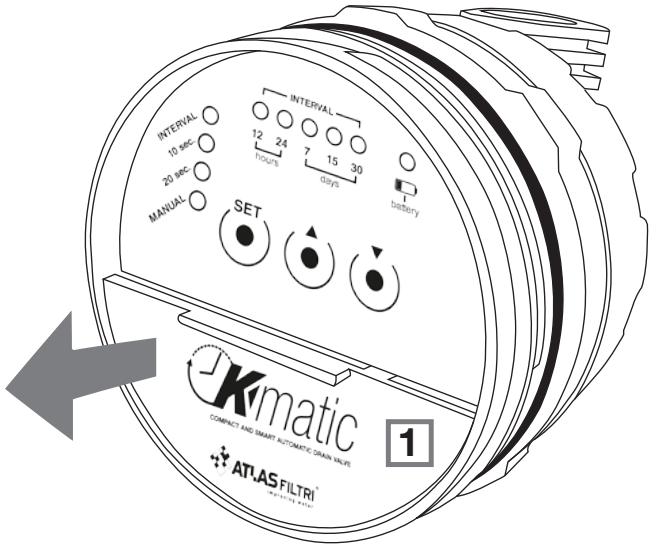

figura 1
- Abra el compartimento de la batería (1) retirando la tapa situada en la mitad inferior de la parte frontal del programador (**figura 1**)